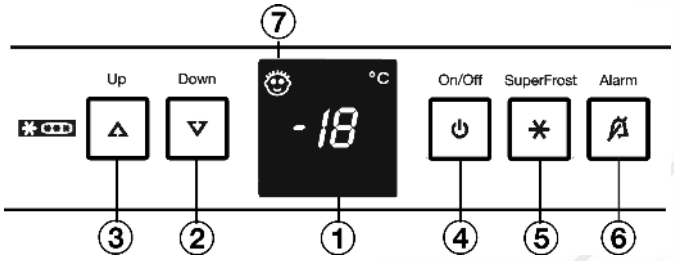

Fig. 2
▶ нажмите кнопку On/Off *Fig. 2 (4)*.
▶ Активация режима настройки: удерживайте кнопку SuperFrost *Fig. 2 (5)* прибл. 5 секунд.
▶ Кнопкой настройки Up *Fig. 2 (3)* или кнопкой настройки Down *Fig. 2 (2)* выберите h .
▶ Подтвердить: Коротко нажмите кнопку SuperFrost *Fig. 2 (5)*.
▶ Увеличение яркости индикации: нажмите кнопку настройки Up *Fig. 2 (3)*.
▶ Уменьшение яркости индикации: нажмите кнопку настройки Down *Fig. 2 (2)*.
▶ Подтвердить: нажмите кнопку SuperFrost *Fig. 2 (5)*.
▶ Выход из режима настройки: нажмите кнопку On/Off *Fig. 2 (4)*.